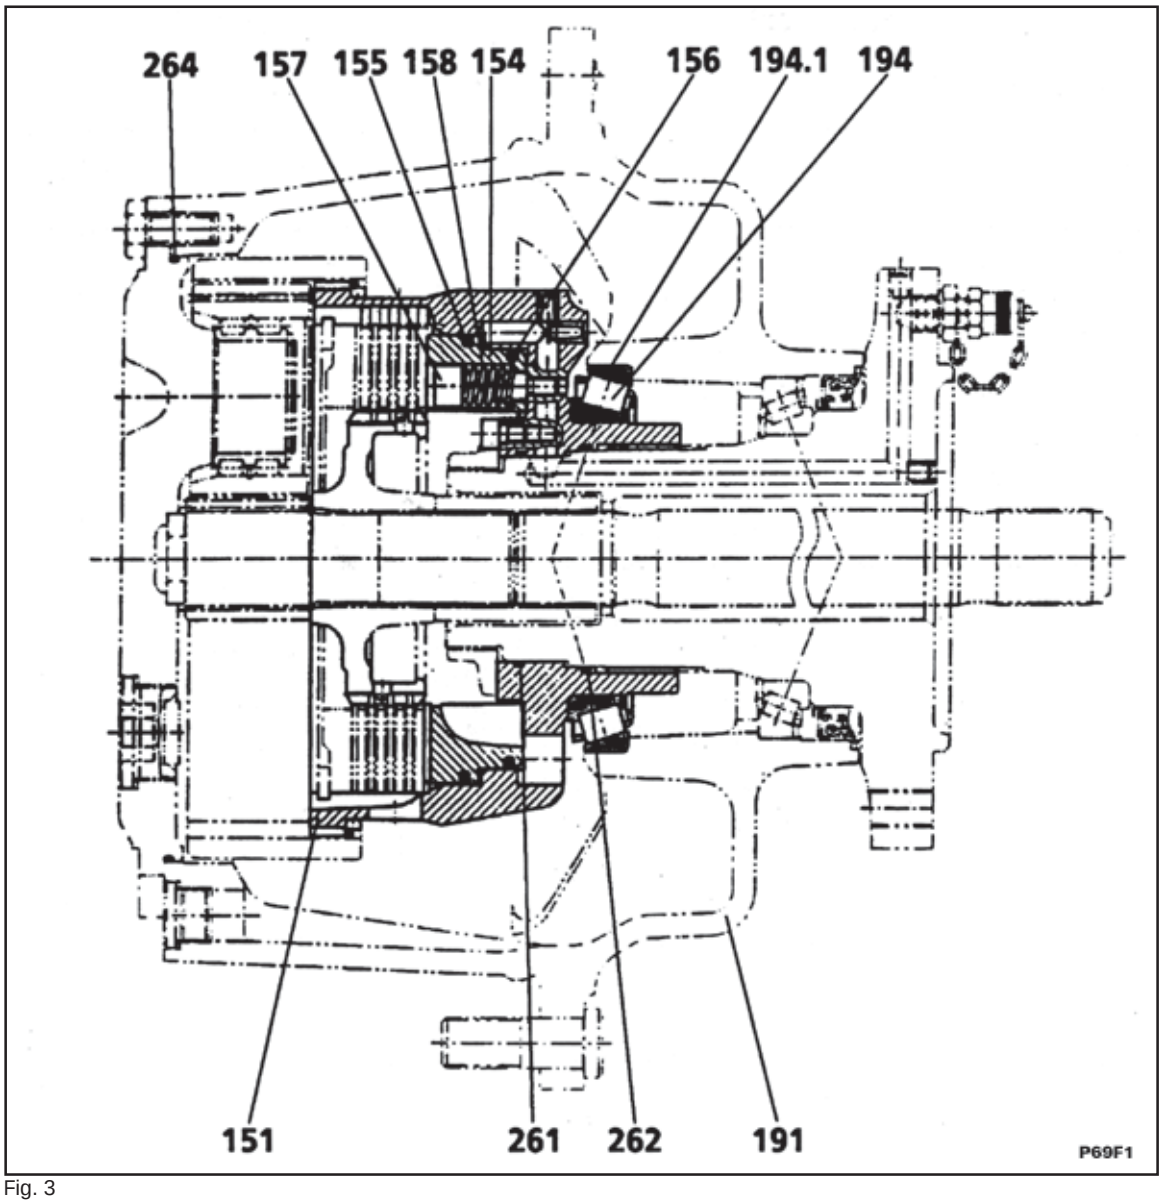
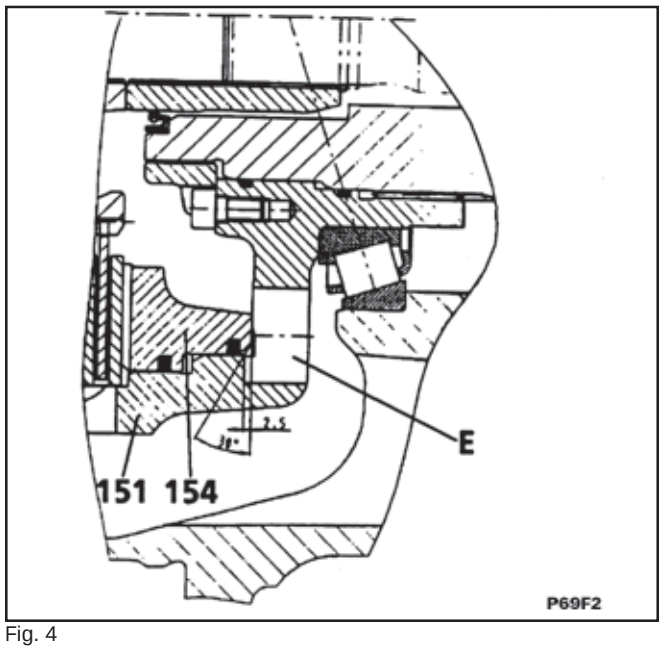
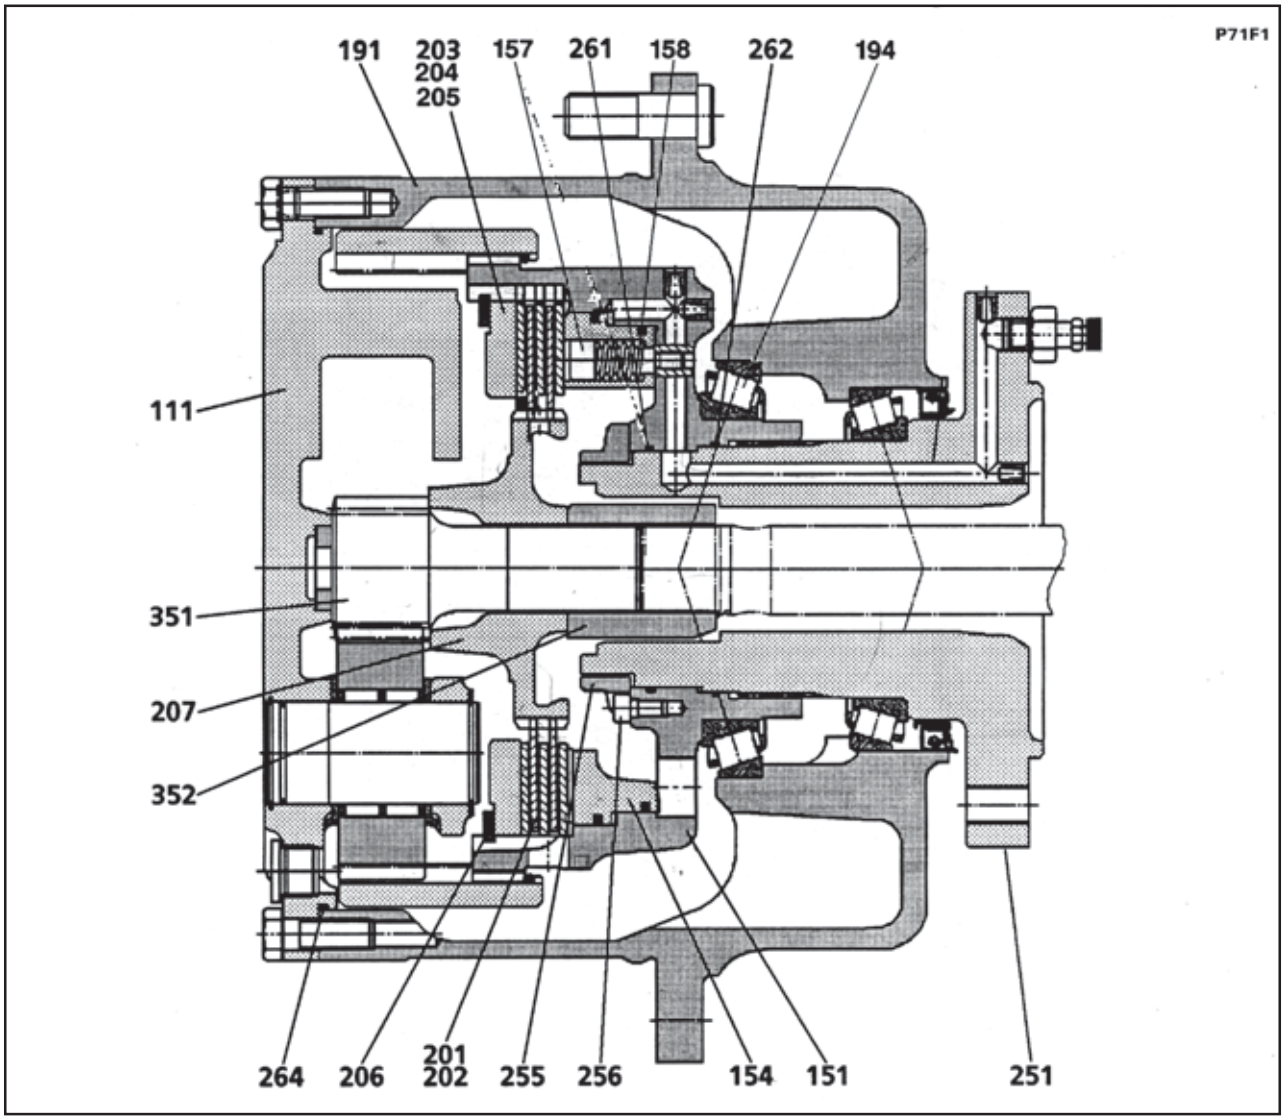
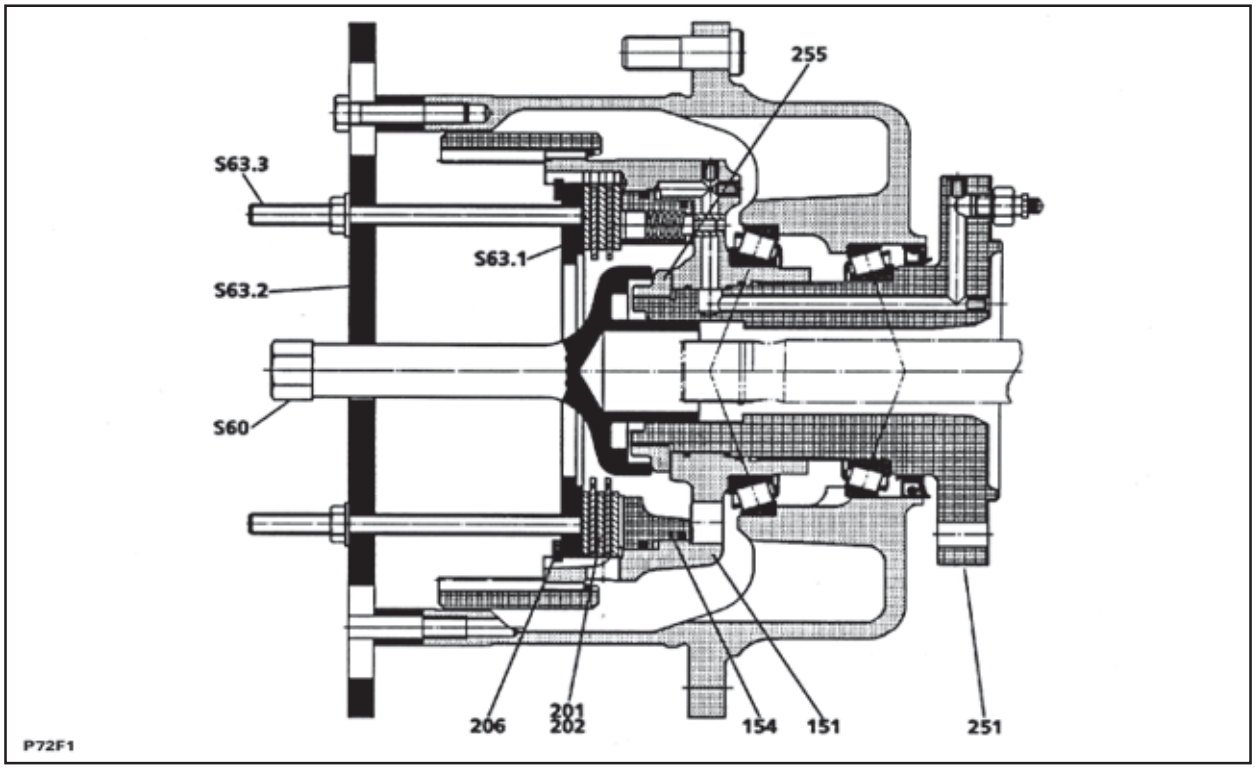

Fig. 3
Fig. 4
Fig. 5
Fig. 6
1	O-ring (261, fig. 5)
1	O-ring (262, fig. 5)
O rolamento de rolos cônicos (194, fig. 3) simplifica a montagem. O anel de encosto (203/204/205) adaptado ao porta-engrenagens interno garante o jogo axial dos discos (201 + 202) sem necessidade de verificação
Escopo de fornecimento (fig. 3)
- Remover o porta-planetárias (111, fig. 5).
- Retirar o eixo do pinhão (351), porta-discos (207) e bucha (352).
- Marcar a posição da porca de entalhe (255).
Remover o parafuso de cabeça cilíndrica (256) e afrouxa a porca de entalhe (255) com a ferramenta para porca de entalhe (S60, fig. 6).
- Destravar o anel de pressão (206, fig. 5) e substituir a arruela de encosto (203) por arruelas (S63.1, fig. 6) do extrator (S63). Travar o anel de pressão (206).
- Retirar os discos externos (201/202). Remover os parafusos de cabeça cilíndrica (157) e molas (158).
- Colocar o porta-engrenagens interno (151) de forma que o rolamento de rolos cônicos (194) fique na parte superior. Empurrar para baixo o êmbolo (154) através do orifício (fig. 4).
- Verificar o êmbolo de dois estágios no porta-engrenagens interno (151).
- Aplicar um pouco de óleo hidráulico no cilindro de 2 estágios no porta-engrenagens interno (151,fig. 3).
- Parafusar os prisioneiros (602) incluídos no kit.
- Inserir o êmbolo (154) dentro do porta-engrenagens interno (151) **com a luva de montagem** (601), adicionar arruelas (604) e parafusar as porcas (603).
- Utilizando uma chave de encaixe com alavanca em L de 19 mm, apertar as porcas (603) **cuidadosamente e de forma alternada**, até que o êmbolo (154) esteja na sua posição final ou até onde os prisioneiros o permitam, respectivamente.
- Remover a luva de montagem (601) e prisioneiros (602).
- Inserir as molas (158, fig. 5).
- Aplicar um pouco de LOCTITE 243 nos parafusos de cabeça cilíndrica (157), parafusar e apertar os mesmos.
- Todas as peças são pré-montadas. O êmbolo do freio (154, fig.3) com retentores calibrados (155 + 156) já está inserido no porta-engrenagens interno (151) e parafusado.
- O anel interno com os elementos rolantes do rolamento de rolos cônicos (194) está pressionado no seu lugar. Se o anel externo do rolamento (194.1) localizado no cubo (191) não apresentar nenhum dano, o mesmo deverá ser deixado no cubo e poderá ser utilizado com um novo rolamento.
- Para discos internos novos (202), o jogo axial deve ser 0,3 - 0,4 mm por face de fricção. Isto é garantido pela instalação de uma nova arruela de encosto (203/204/205) adaptada de fábrica para o porta-engrenagens interno (151).
- Parafusar a porca de entalhe (255, fig.6) e apertar com a ferramenta apropriada (S60).
Afrouxar a porca de entalhe e reapertar sem aplicar qualquer força. Posteriormente, apertar até que o parafuso de cabeça cilíndrica (256, fig. 5) possa ser inserido. Comparar a posição da porca de entalhe com a marca feita anteriormente. Esta marca deverá ser atingida novamente ou ser excedida em 1 - 2 ranhuras.